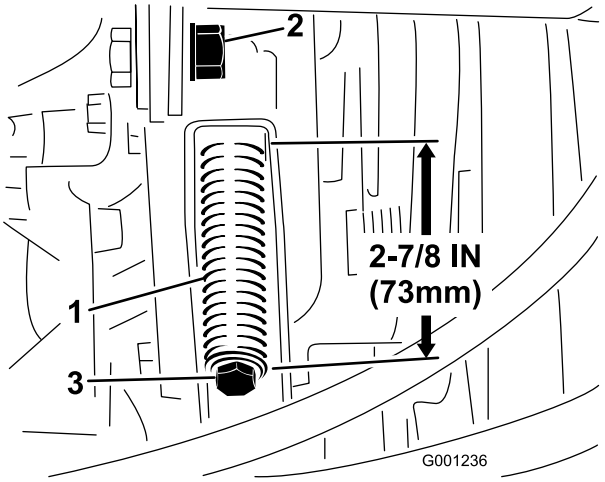

Figur 65
3. Lossa spännlockets kontramutter (Figur 65).
4. Använd en halvtums skiftnyckel för att dra åt eller lossa remspänningens fjäder (Figur 65). Justera fjädern till en längd på 73 mm.
4. Använd en halvtums skiftnyckel för att lossa remmens spännlocksfjäder (Figur 65) hela vägen.
6. Montera den nya kraftuttagsremmen och spänn remskivsfjädern till 73 mm längd (Figur 65).
7. Dra åt kontramuttern (Figur 65) och stäng huven.